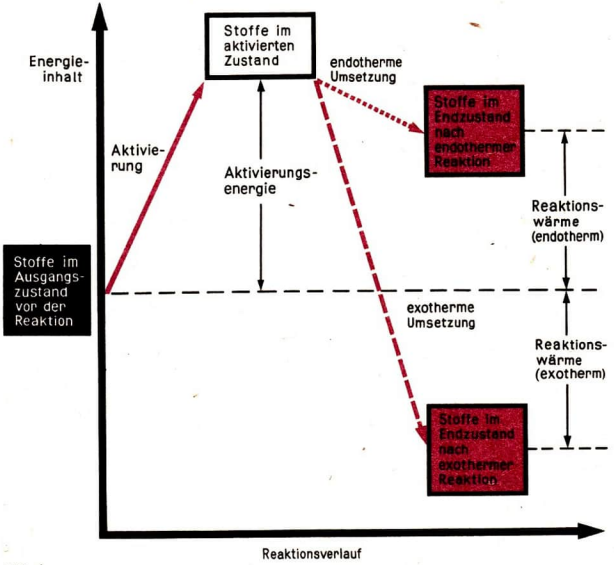
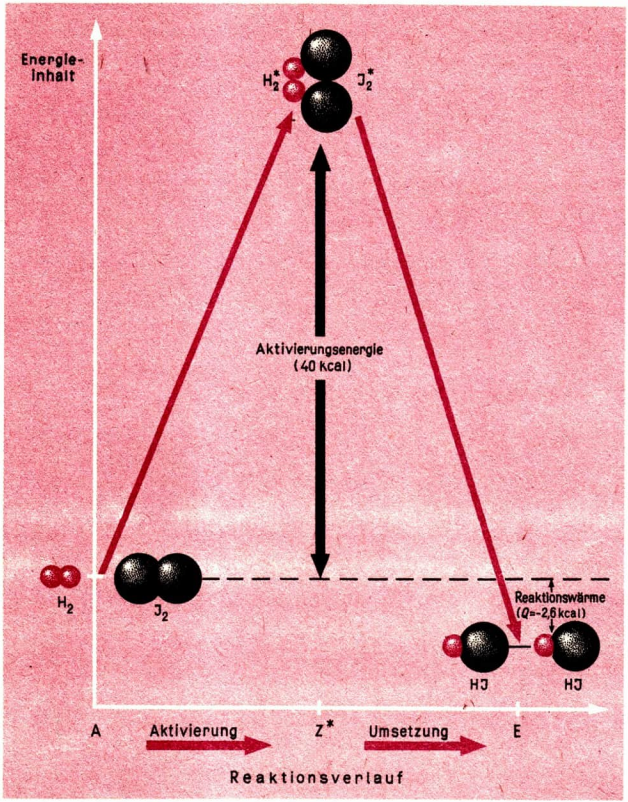

Abb. 4
Abb. 5 Aktivierung und Umsetzung bei der Synthese von Jodwasserstoff aus den Elementen Wasserstoff und Jod
Stellt man in einem Funktionsdiagramm den Energieinhalt der Stoffe in Abhängigkeit vom zeitlichen Verlauf der chemischen Reaktion dar (Abb. 4), so lassen sich zwei Abschnitte des Reaktionsverlaufes unterscheiden:
① Erläutern Sie die Reaktionsbedingungen und den Reaktionsverlauf für die Synthese von Jodwasserstoff aus den Elementen! Verwenden Sie dabei Abbildung 4, Seite 15!
② Erklären Sie den Begriff Konzentration!
③ Erläutern Sie Voraussetzungen für die chemische Reaktion!
Abbildung 5 veranschaulicht schematisch am Beispiel der Jodwasserstoffbildung aus den Elementen die Abschnitte des Reaktionsverlaufes sowie die stofflichen und energetischen Veränderungen während der chemischen Reaktion. ①